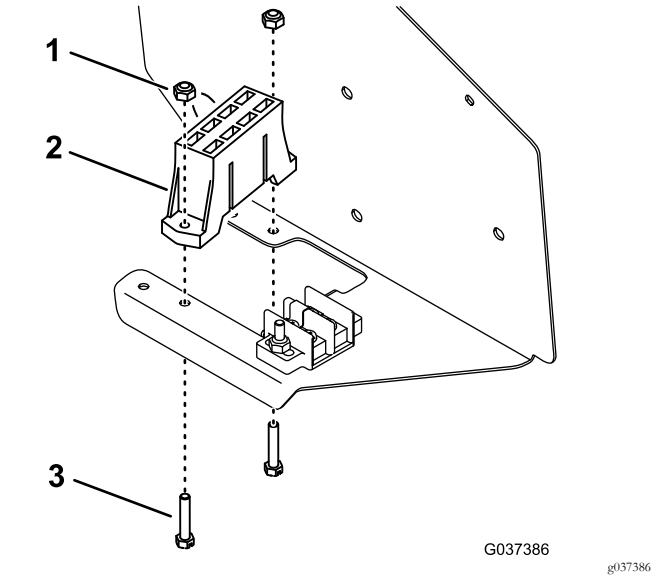

Figura 9
5. Monte el bloque de fusibles en la parte inferior del conjunto del panel de control (junto al bloque de fusibles existente) con 2 tornillos y 2 contratuercas (Figura 9).
Nota: Coloque los tornillos desde la parte inferior del panel, según se muestra en Figura 9.